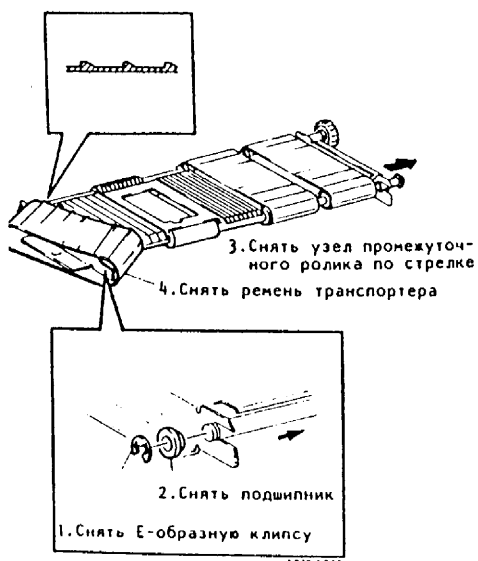

Рис.2. Снятие ремня вакуумного транспортера
5. (Рис.2): Снять ремень вакуумного транспортера.
Примечание: Во время установки ремня вакуумного транспортера наблюдать за зубцами ремня (см. Рис.2).